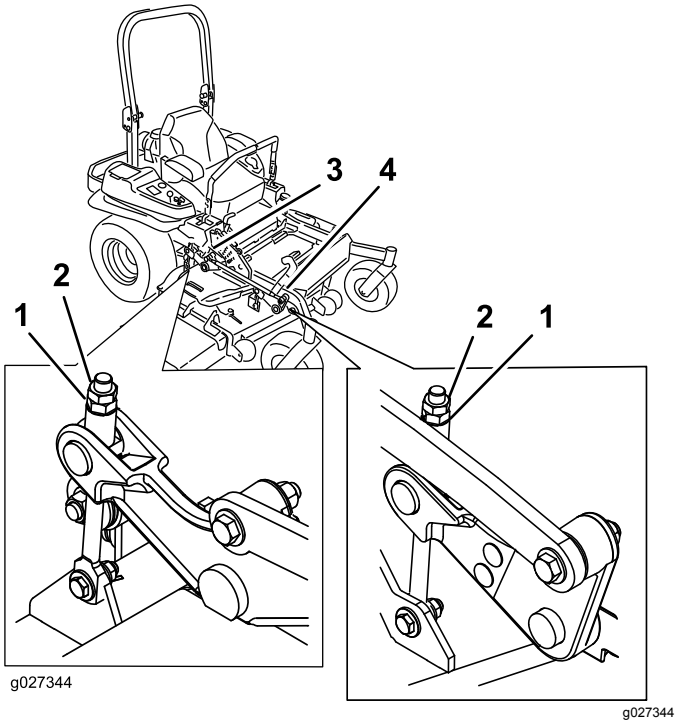

Figura 95
10. Gire la tuerca de ajuste del conjunto de elevación de la carcasa delantera para modificar la altura (Figura 95).
16. Gire el tornillo de ajuste hasta obtener una altura de 8.3 cm (3¼") (Figura 95).